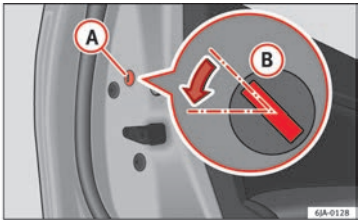

Fig. 47 Rear door: manual locking
– Remove the cap (A) ⇒ Fig. 47.
– Insert the key in the slot (B) and turn it in the direction of the arrow until horizontal (on the other direction on the right-hand door).